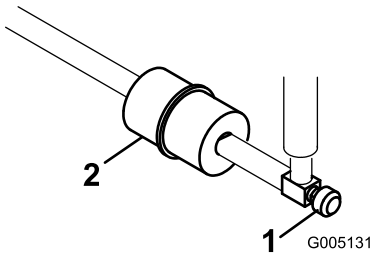

Figuur 46
Er bevindt zich een leidingfilter in de brandstofleiding tussen de brandstoftank en de carburateur (Figuur 46). Let erop dat het peil op het filter van de brandstoftank af wijst.
1. Sluit de brandstofafsluitklep, maak de slangklem op het filter aan de kant van de carburateur los en verwijder de brandstofslang van het filter (Figuur 46).
2. Plaats een opvangbak onder het filter, maak de andere slangklem los en verwijder het filter (Figuur 46).